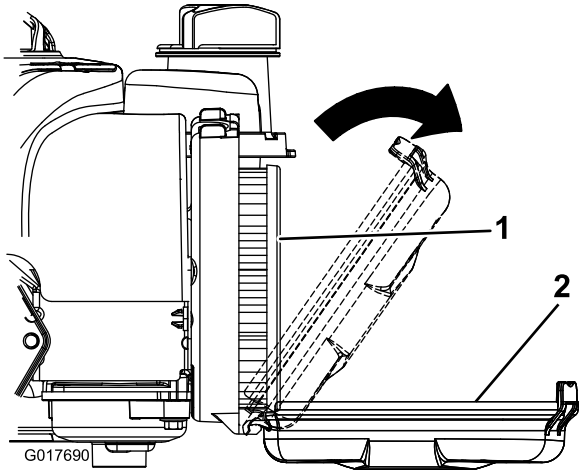

Рисунок 17
1. Откройте защелки крепления крышки воздушного фильтра к двигателю (Рисунок 17).